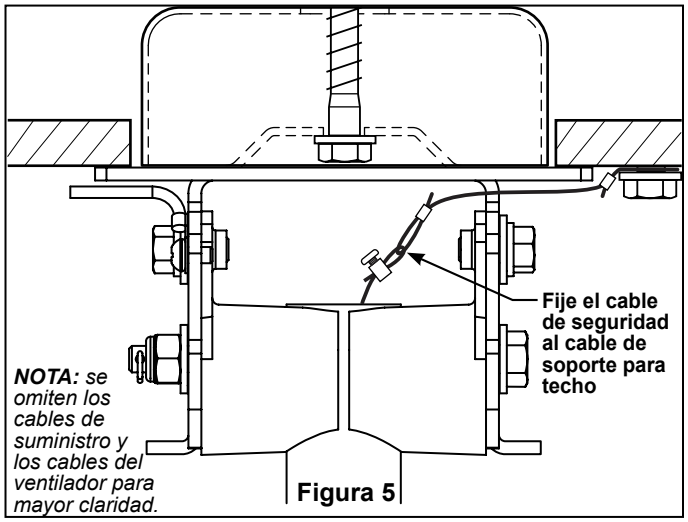

Figura 5
6. Fije el cable de seguridad al cable de soporte para techo. Deslice la abrazadera de cables por el cable de seguridad (del ventilador). Pase el extremo del cable a través del aro que forma el cable de soporte para techo. Tire lo más posible del cable a través del aro. Inserte el extremo del cable en el orificio de la abrazadera y ajuste firmemente el tornillo (Figura 5). Corte el exceso de cable de seguridad.